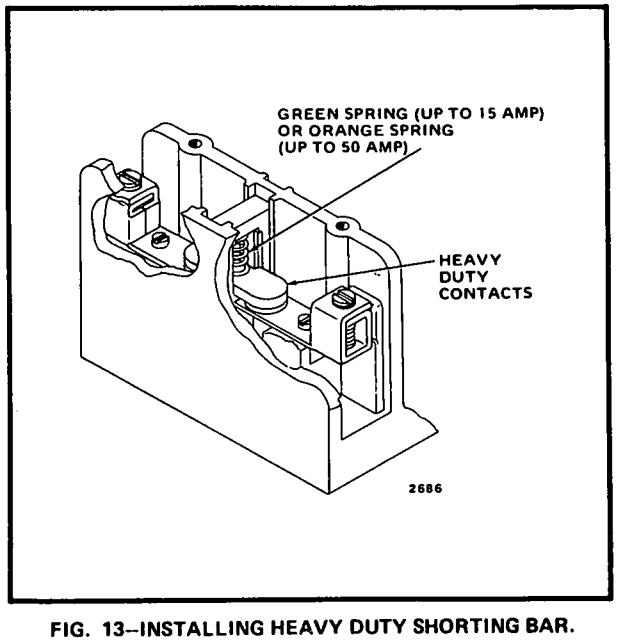

FIG. 13–INSTALLING HEAVY DUTY SHORTING BAR.
2. Insert new heavy duty bar (from bag assembly) over stationary contacts (Fig. 13).
3. Compress orange spring (from bag assembly) and insert between bar and plastic base (Fig. 13). The orange spring must be used to eliminate contact chatter under certain load conditions. Make certain spring is firmly positioned.